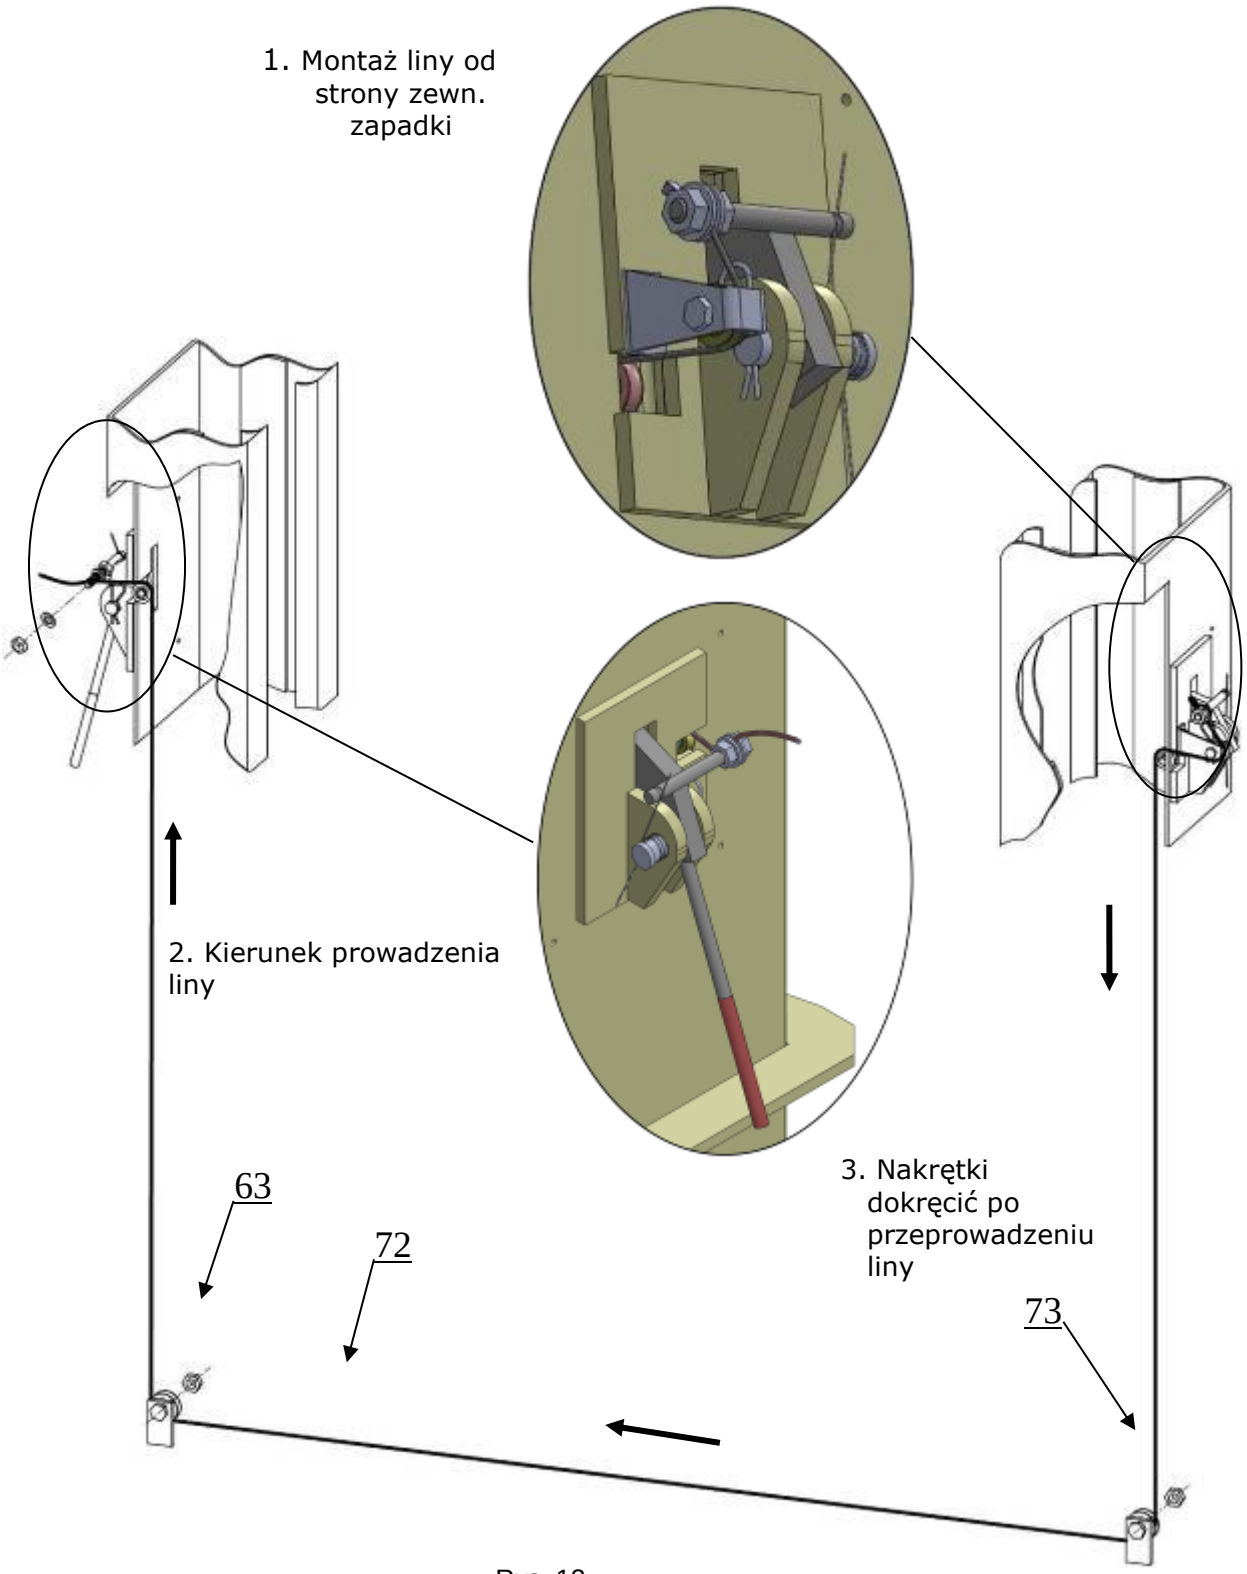

Rys. 12
3.8. MONTAŻ LINY STERUJĄCEJ ZAPADKAMI (Patrz rys. 12)